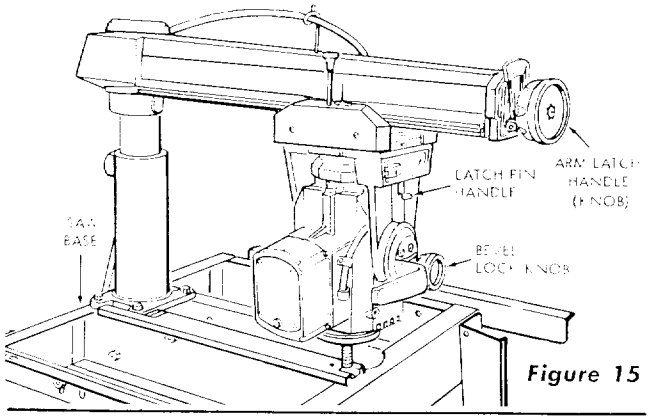

Figure 15
b. Swivel the motor counterclockwise until the saw end of shaft is pointing straight down and the latch pin handle "snaps" into a detent. (See figure 15.) Tighten the bevel lock knob. If the motor shaft strikes some part of the saw base raise the radial arm enough to clear it by rotating the elevation crank.